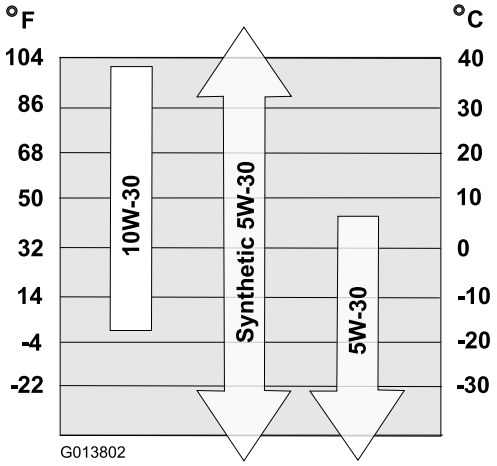

Rysunek 21
6. Wykorzystaj Rysunek 21 poniżej, aby wybrać najlepszą lepkość oleju dla spodziewanego zakresu temperatur na zewnątrz: